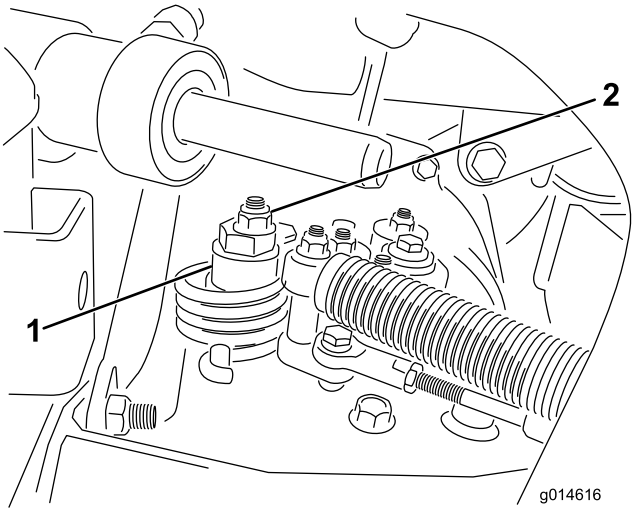

Figur 49
A. Lossa muttern som fäster excenterbulten på hydrostatens ovandel (Figur 49).
C. Vrid excenterbulten tills maskinen inte kryper i någon riktning. När hjulet slutar rotera drar du åt muttern som låser excenterbulten och justeringen (Figur 49). Kontrollera justeringen med gasen i det långsamma och snabba läget.